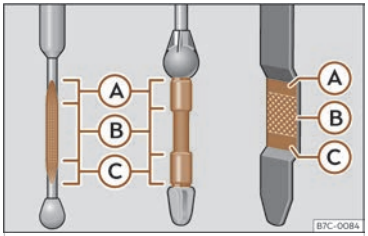

Fig. 241 Jauge d'huile moteur.
- Puis retirez-la à nouveau et vérifiez le niveau d'huile ››› **fig. 241**. Faites l'appoint d'huile moteur si nécessaire.
- Dès que le niveau d'huile atteint la zone ››› fig. 241 Ⓑ, revissez soigneusement le couvercle de l'orifice de remplissage ››› ⓘ.